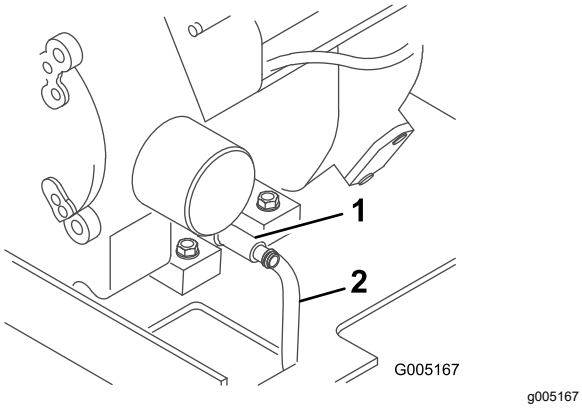

**Figuur 26**
4. Plaats een uiteinde van de slang op de aftapklep en het andere uiteinde in een opvangbak (Figuur 26).
5. Open de aftapklep door ze linksom te draaien, trek ze uit wanneer u ze draait (Figuur 26).